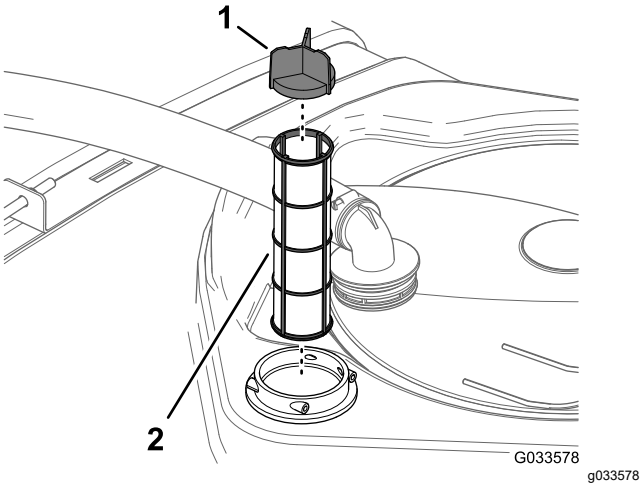

図 108
4. フィルタハウジングタンク内部から古いフィルタを取り出す図 108。